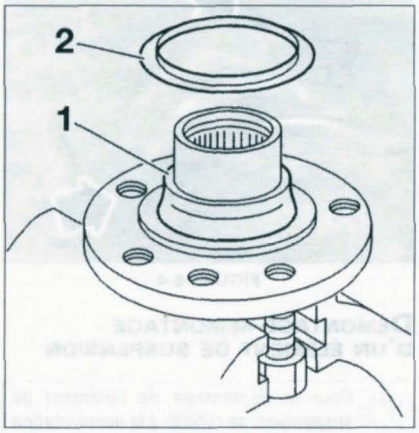

FIGURE 6-9
- À l'aide d'un extracteur approprié, extraire la bague intérieure (1) du roulement restée sur le moyeu **(figure 6-9)**.
- Déposer la coupelle (2).